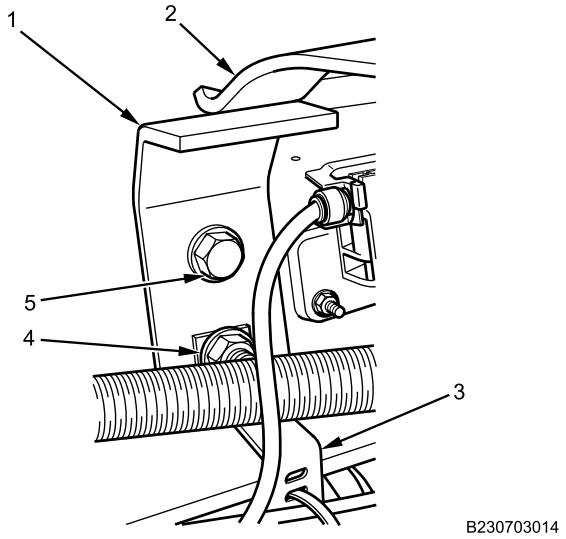

Figure 4. Transmission Rear Mount Frame Bracket.
3. Apply corrosion preventive compound to bolts and nuts (Figure 4, Item 4 and 5).
4. Loosely install bolt (Figure 4, Item 5) and nut on frame bracket (Figure 4, Item 1).
5. Install harness support bracket (Figure 4, Item 3) and nut (Figure 4, Item 4) on frame bracket (Figure 4, Item 1). Tighten frame bracket bolts and nuts securely.
6. Align transmission mounting crossmember spring (Figure 4, Item 2) over right and left side frame brackets (Figure 4, Item 1).